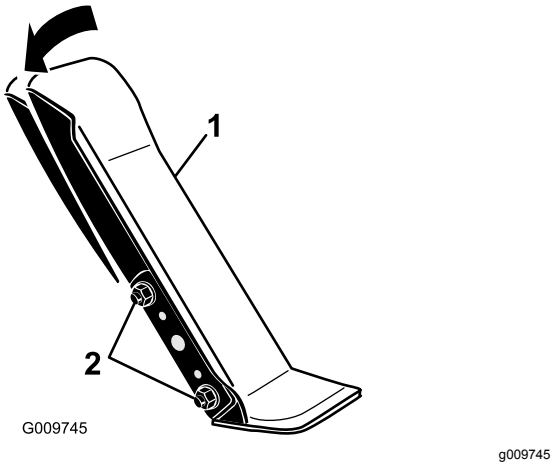

**Figuur 87**
1. Draai de 2 bouten en moeren los waarmee de linkerzijde van het tractiepedaal aan de beugel is bevestigd (Figuur 87).
2. Draai het pedaal naar de gewenste hoek en draai de moeren vast (Figuur 87)˙.